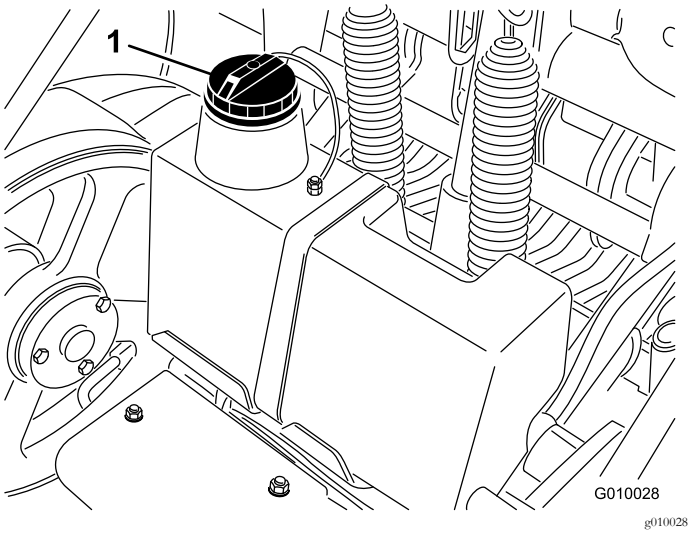

Figur 18
3. Gör rent omkring påfyllningsröret och hydraultanklocket (Figur 18). Skruva av tanklocket på påfyllningsröret.